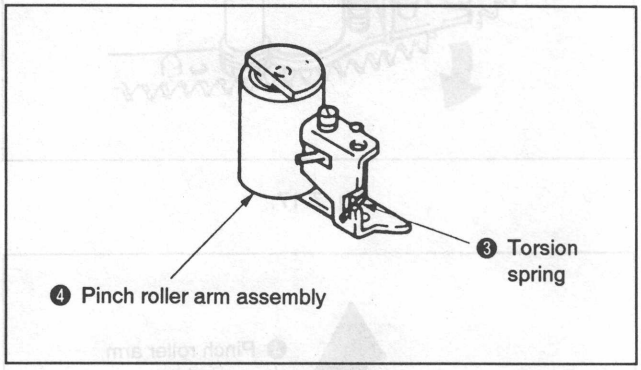

Fig. 7-20.
2. Mounting (See Figs. 7-20. through 7-26.)
1) Hook the torsion spring ❸. (See Fig. 7-20.)